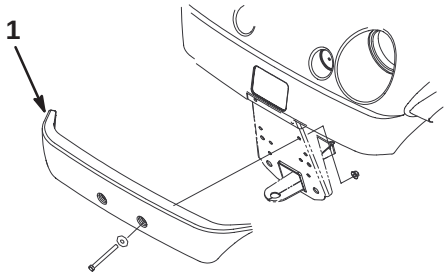

Figur 5
2. Passa in monteringshålen och fäst stötdämparen till ramen med fästelementen som lossades tidigare (figur 5).